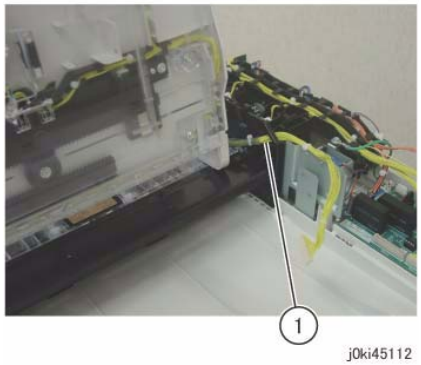

Figure 4 Remove the wire harness from the hole
6. Pull out and remove the wire harness at the rear side of the DADF Document Tray from the hole of the Frame. (Figure 4)